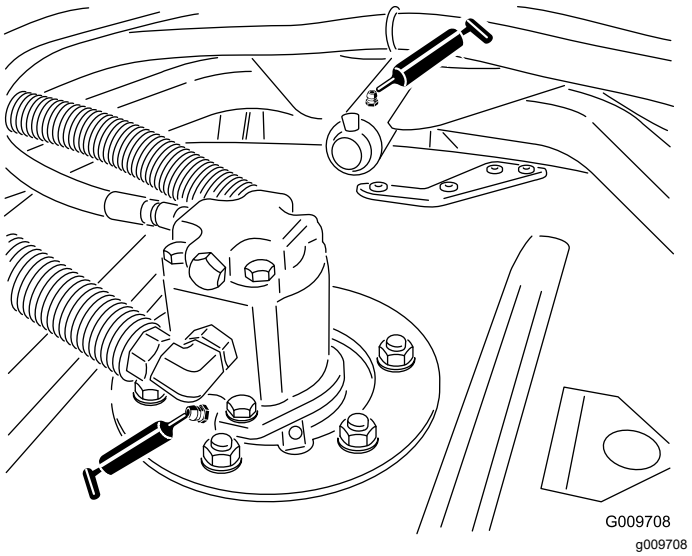

Figur 78
- Klippeenhedens spindelaksellejer (2 pr. klippeenhed) som vist i Figur 78
- Klippeenhedens bærearmsbøsninger (1 pr. klippeenhed) som vist i Figur 78